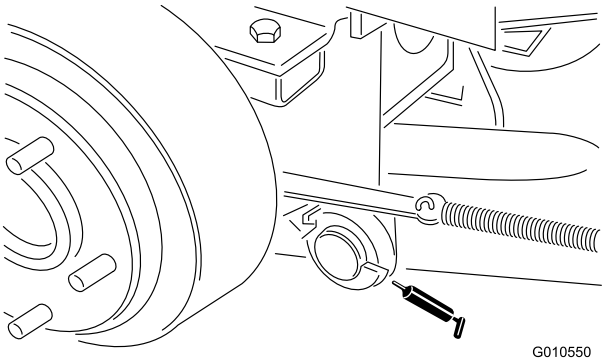

Figure 16
- Axes de pivot des bras de relevage gauche et droit (Figure 16)